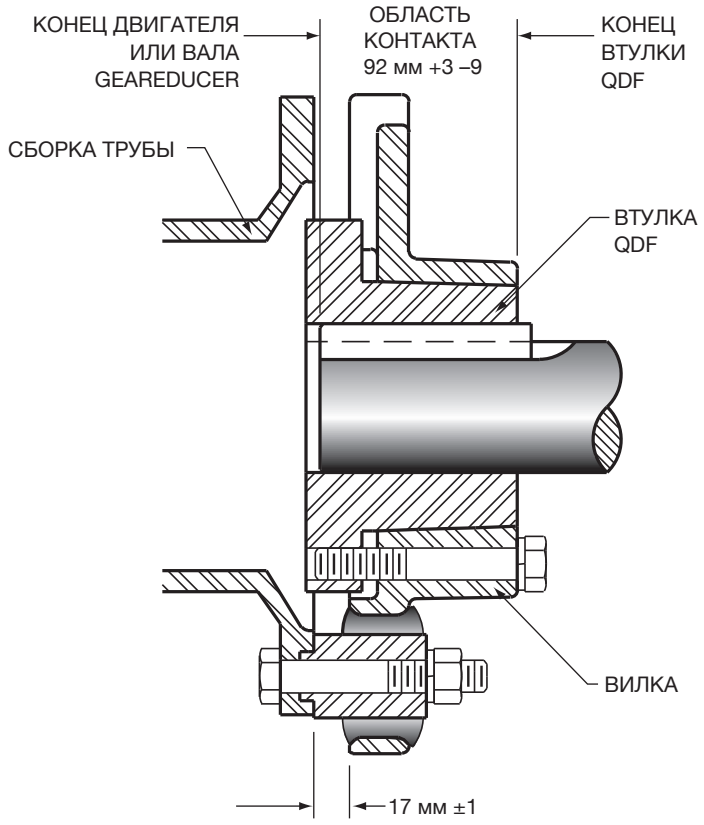

Рис. 2
- Начните установку с конца редуктора Geareducer, полностью надвинув вилку на входной вал. Вставьте шпонку наполовину в шпоночный паз и надвиньте втулку QDF на вал так, чтобы она прошла на 92 мм, см. рис. 2. Затяните установочный винт на шпонке.
- Проверьте область контакта втулки двигателя на валу двигателя. Если втулка QDF выходит за конец вала, ослабьте винты с головками, крепящие втулку двигателя, и сдвигайте двигатель внутрь, пока фланец втулки QDF не окажется в допустимых пределах, или отрегулируйте положение всей сборки приводного вала, чтобы с обеих сторон область контакта была одинакова. См. **рис. 2**.
Перед продолжением следует устранить крупное смещение деталей. Предварительную проверку смещения можно провести, измеряя расстояния между приводным валом и фланцами вилки. При измерении в четырех точках расстояние должно составлять приблизительно 17 мм, см. рис. 2. В результате окончательной регулировки расстояние между смежными точками на фланцах сборки трубы и муфтой с каждой стороны не должно изменятся более чем на 13 мм после полного оборота. В продаже имеется **“Набор индикаторов выравнивания приводного вала”** компании Marley, который можно приобрести.
- Затяните все монтажные болты на двигателе и редукторе Geareducer и произведите повторную проверку. Зазор между внешней поверхностью фланца и внешней поверхностью вилки должен быть таким, как показано на **рис. 2**. Снимите циферблатный индикатор.
- Измерьте расстояние от края металлической вставки на гибкой втулке до поверхности кольцевого отверстия вилки. Расстояние должно составлять 17 ± 1 мм, как показано на **рис. 2**.